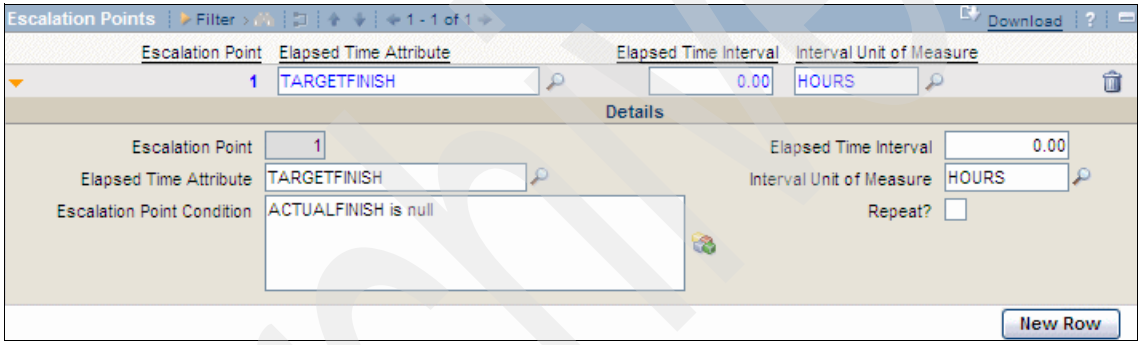

Figure 4-4 Service Level Agreements: Escalation configuration
4. Change the schedule and condition values as needed, and make sure the Escalation Points table window is configured, as shown in Figure 4-4.